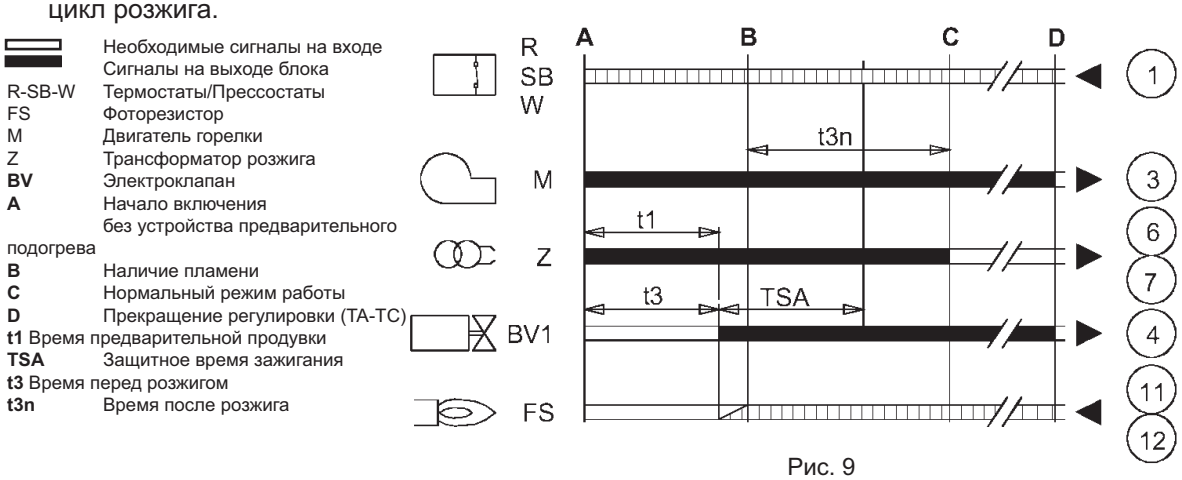

Рис. 9
- Горелка начинает работать в соответствии с приведенной диаграммой (Рис. 9):